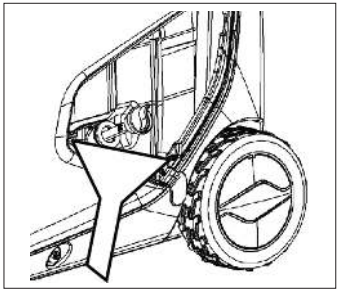

Рис. 26
Для предотвращения выхода из строя двигателя необходимо соблюдать следующее (*Рис. 26*):
- Наклоните генератор и слейте масло через заливную горловину, подставив под нее воронку идущую в комплекте (*Рис. 26)*.